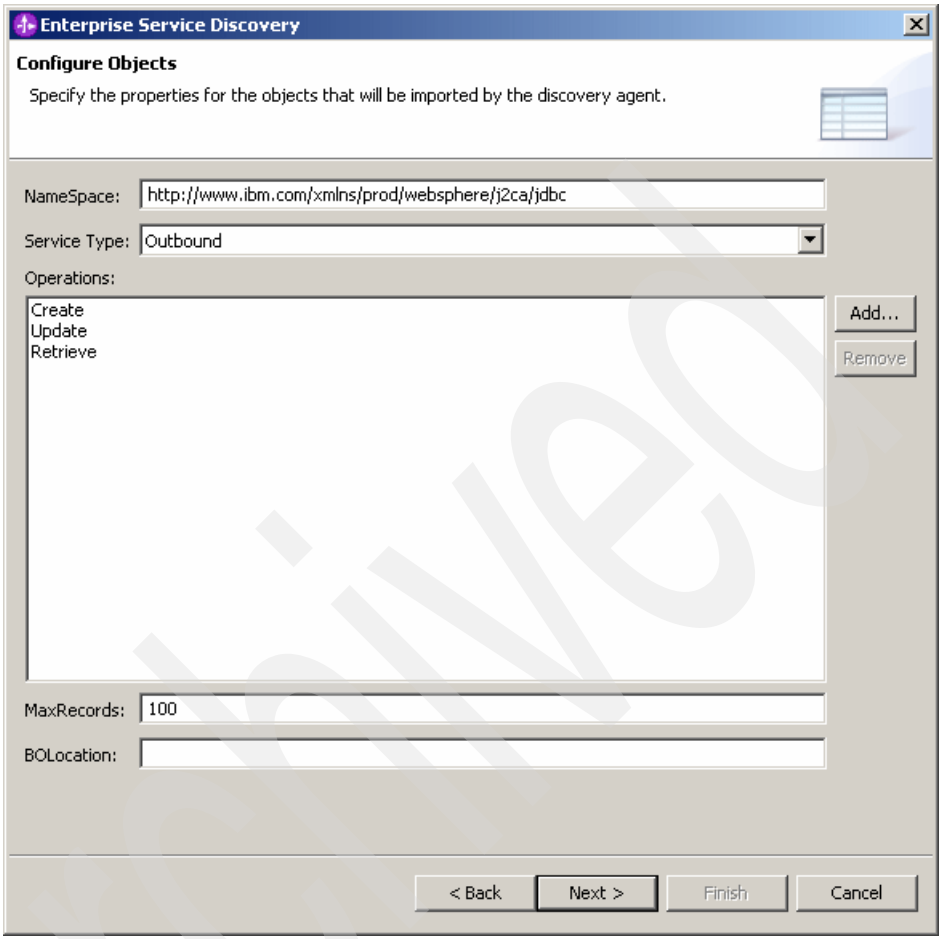

Figure 12-32 Configuring the adapter for outbound services
b. Select the **Delete**, **RetrieveAll**, and **ApplyChanges** operations and click **Remove** (Figure 12-32).